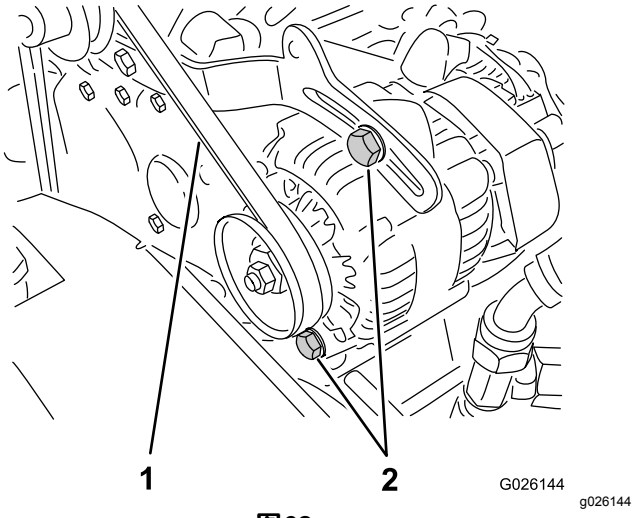

图62
2. 使用 10kg 的力按压曲轴箱与交流发电机皮带轮之间的皮带中间位置检查皮带的张紧力图62。
A. 拧松 2 个交流发电机安装螺栓图62。
B. 使用撬棍转动交流发电机直至达到适当的皮带张紧力然后拧紧安装螺栓图62。